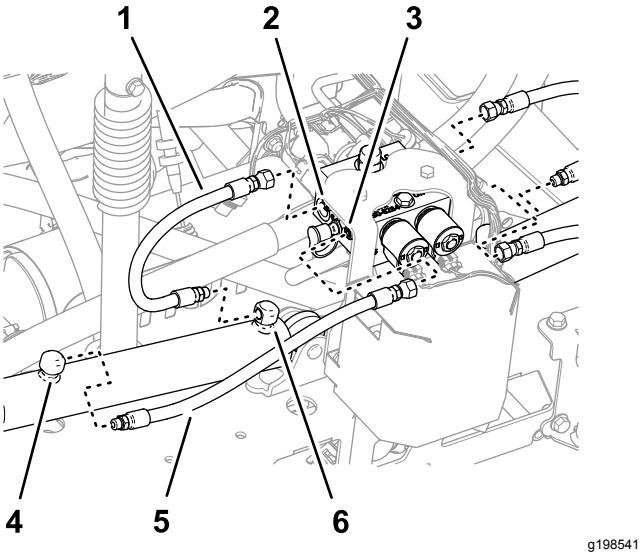

Figur 37
1. Afmonter slangerne fra de udvidede porte på venstre og højre løftecylinder (Figur 37).
2. Afmonter slangerne fra åbningerne på C2 og C4 på løftecylindermanifolden (Figur 37).
3. Afmonter slangerne fra tilbagetrækningsåbningerne på venstre og højre løftecylinder (Figur 37).
4. Afmonter slangerne fra åbningerne på C1 og C3 på løftecylindermanifolden (Figur 37).